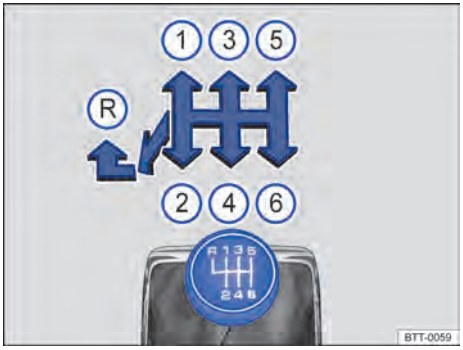

Fig. 94 Esquema de troca de marchas da transmissão manual de 6 marchas.
As posições de cada uma das marchas estão representadas na alavanca de troca de marcha → Fig. 94.
– Empurrar a alavanca de troca de marcha totalmente para a esquerda e depois para frente até a posição da marcha a ré → Fig. 94 Ⓡ.